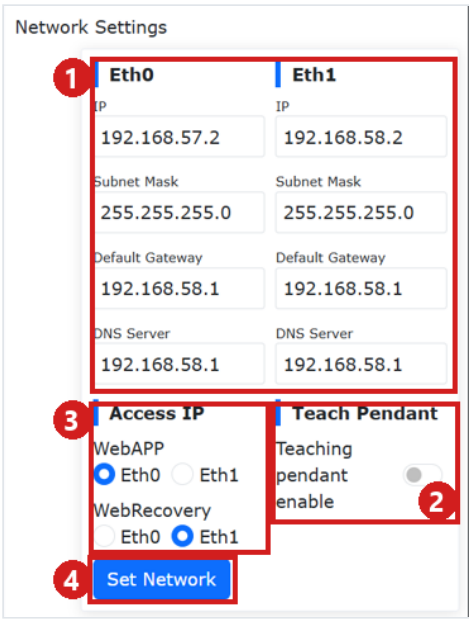

Rys. 19. Ustawienia sieci robota od Aveny, ramki 1–4 jak w kroku 6 (fragment zrzutu z wersji 3.9.1, panel po angielsku).
6. Otwórz **Ustawienia systemu → Ustawienia ogólne → Sieć** *(System → General → Network Settings)* i ustaw jak na rys. 19: